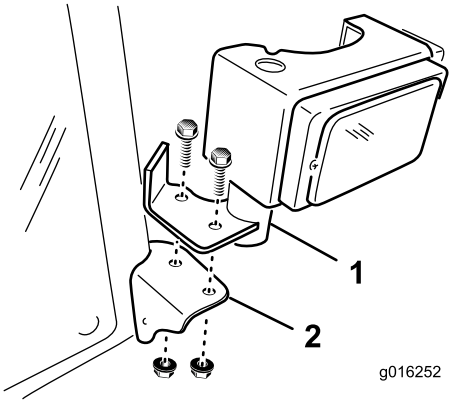

Figur 6
1. Monter venstre forlygtesamling på forlygtebeslaget på forreste venstre hjørne af førerhuset med (2) 3/8 x 1 tomme flangeskruer og 3/8 tomme flangemøtrikker (Figur 6).